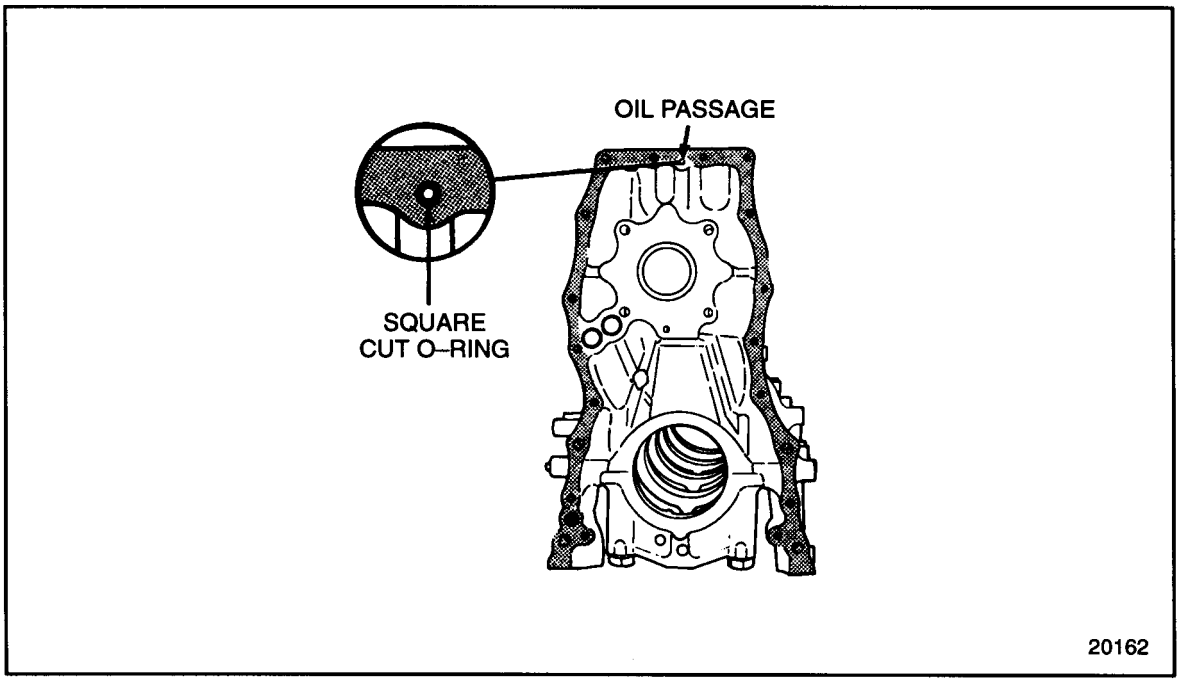

Figure 1-212 Gasket Eliminator Application
1. Apply a thin film of gasket eliminator PT-7276 (Loctite® 518) or equivalent to the cylinder block. See Figure 1-212. Carefully smooth the bead around the block-to-gear case oil passage to avoid contamination.